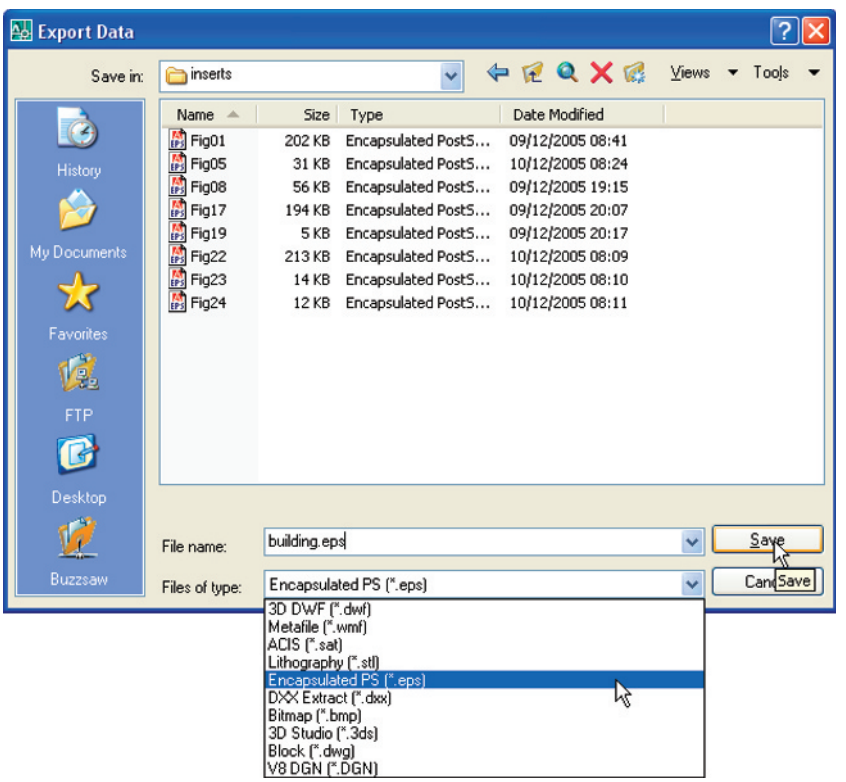

Fig. 10.4 The **Export Data** dialog of AutoCAD 2008
1. With the same drawing on screen *click* on **Export...** in the **File** drop-down menu. The **Export Data** dialog appears (Fig. 10.4). *Pick* **Encapsulated PS (*.eps)** from the **Files of type** popup list, then *enter* a suitable file name (**building.eps**) in the **File name** field and *click* the **Save** button.